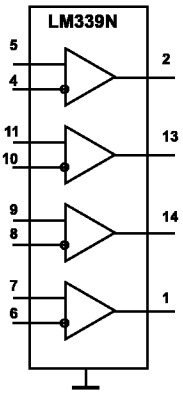
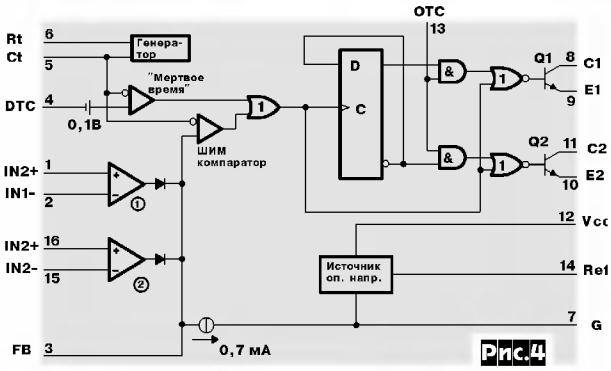

Рис.3
Рис.4
Рассмотрим подробнее **схему управления**. Обычно она состоит из ШИМ-контроллера и линейки компараторов, которые отслеживают выходные напряжения и участвуют в формировании сигнала PG. В качестве линейки компараторов часто применяют микросхему LM339N, содержащую четыре компаратора (ее структурная схема и цоколевка показаны на ***рис.3***). В качестве собственно ШИМ-контроллера применяют микросхему TL494 (TL493, TL495) фирмы TEXAS INSTRUMENT или ее аналог - микросхему µPC494 фирмы NEC. Структурная схема TL494 изображена на ***рис.4***. Выводы 1 и 2 - соответственно неинвертирующий и инвертирующий входы усилителя ошибки 1; вывод 3 - вход обратной связи; вывод 4 - вход регулировки "мертвого времени" (т.е. времени, когда оба выходных транзистора микросхемы закрыты даже при максимальной потребляемой мощности); выводы 5 (Ct) и 6 (Rt) -для подключения внешних частотозадающих элементов внутреннего генератора пилообразного напряжения; вывод 7 - общий; выводы 8 и 9 - соответственно коллектор и эмиттер второго транзистора; вывод 12 - напряжение питания; вывод 13 - выбор режима работы (одно- или двухтактный режим работы; если на этом выводе напряжение 2,4 - 5 В - логическая "1" для TTL схем, будет двухтактный режим работы, а транзисторы Т1 и Т2 открываются поочередно; если же на этом выводе напряжение 0 - 0,4 В (TTL "0") - однотактный режим, при этом транзисторы можно включать параллельно для увеличения выходного тока); вывод 14 - выход опорного напряжения (+5 В); выводы 16 и 15 - соответственно неинвертирующий и инвертирующий входы усилителя ошибки 2.
5.Проверить линейку компараторов. Руководствуясь структурной схемой и цоколевкой (рис.3), измерить напряжение на входах и выходах компараторов. Если напряжение на неинвертирующем входе больше, чем на инвертирующем, то выходное напряжение должно быть около 4,9 В, если наоборот - то значительно меньше.